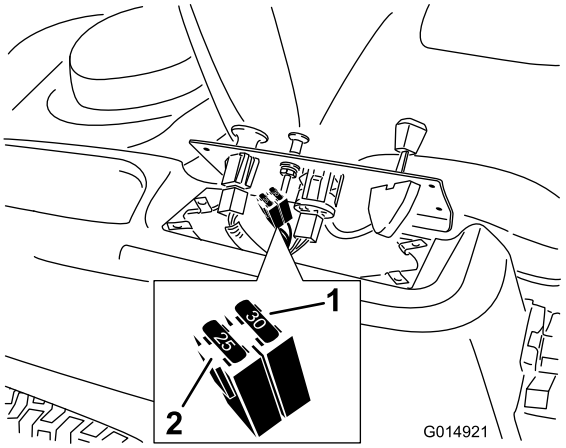

Figur 48
2. Løft kontrolpanelet op, så der opnås adgang til hovedledningsnettet og sikringsblokken (Figur 48).
3. En sikring udskiftes ved at trække den ud af sikringsdåsen (Figur 48).